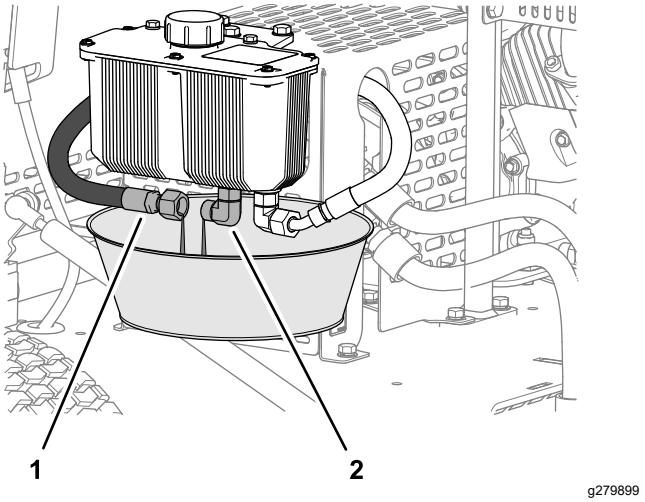

**Figur 36**
1. Rikta in ett kärl som rymmer två liter under hydraultanken (Figur 36).
2. Avlägsna hydraulslangen för tillförsel från tankens koppling och låt hydraulvätskan rinna ut helt och hållet (Figur 36).